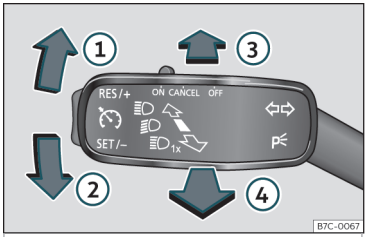

Fig. 94 Maneta pentru semnalizarea direcției și faza lungă.
• Din poziția de bază, apăsați maneta pentru semnalizarea direcției și faza lungă››› **fig. 94** ③. Dacă pe afișajul panoului de instrumente apare lampa, asistența pentru faza lungă este activată.
• **SAU:** în timp ce este activată faza lungă, trageți maneta pentru semnalizarea direcției și faza lungă››› **fig. 94** ④.